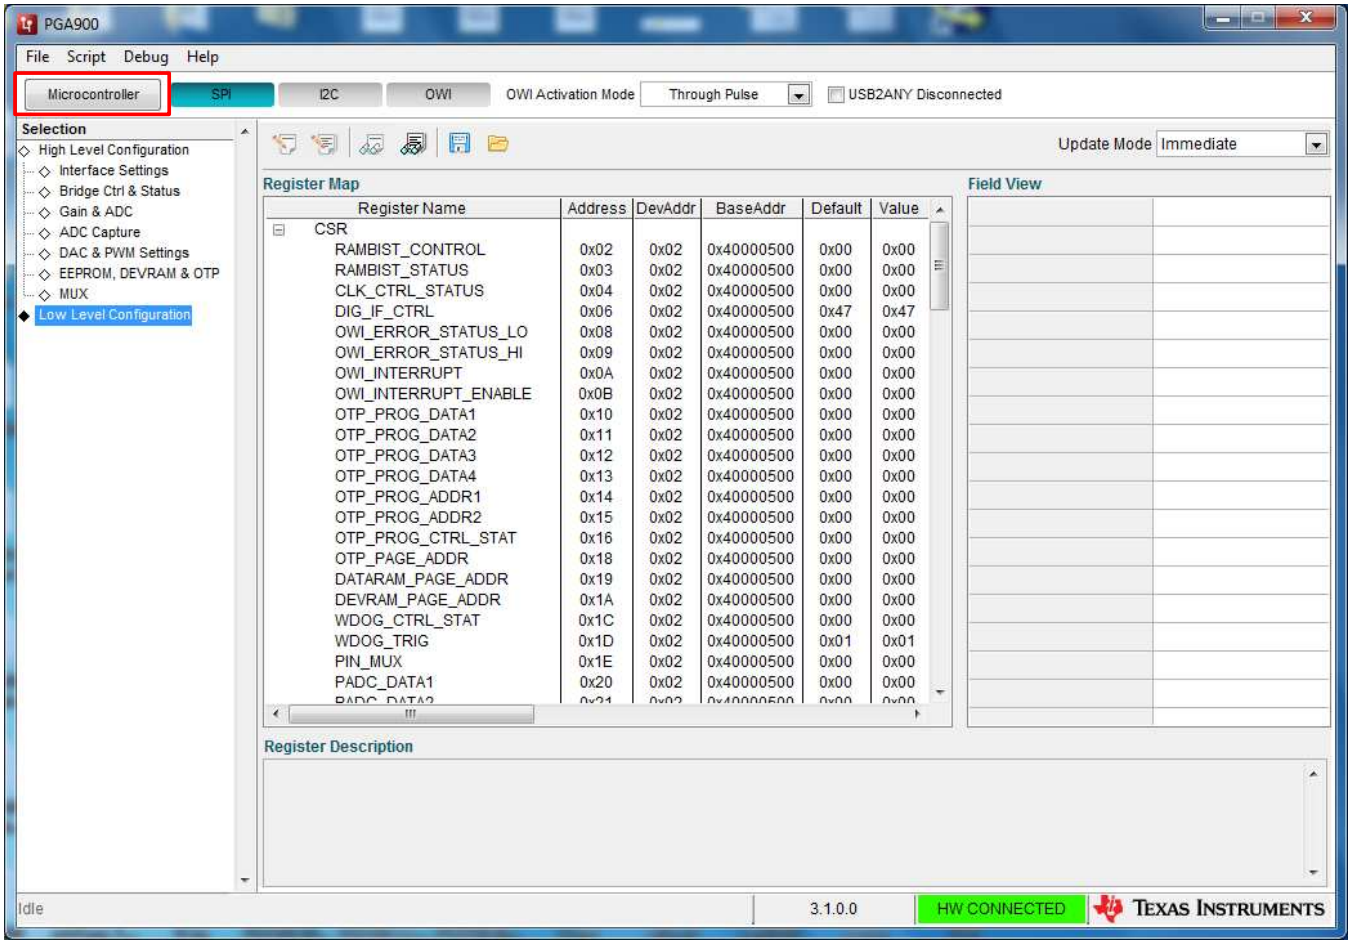

Figure 3. Setting the Microcontroller to Reset
3. The microcontroller is running at power-up. Set the microcontroller in reset by clicking on the “Microcontoller” button as shown in Figure 3. The button will change to "Digital Interface" to indicate the different digital interfaces are enabled for communication with the device.